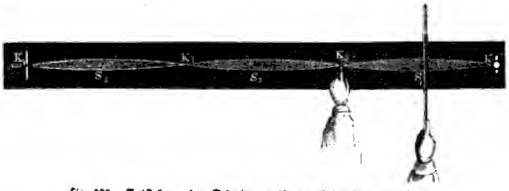
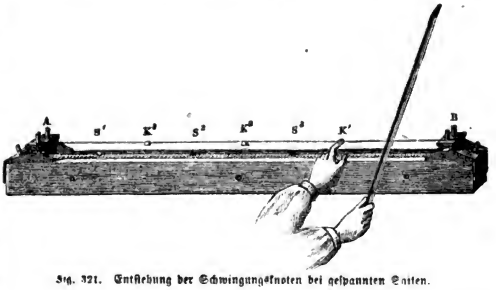

Fig. 320. Entstehung der Schwingungsknoten bei gespannten Seiten.
Fig. 321. Entstehung der Schwingungsknoten bei gespannten Saiten.
**Schwingungsknoten.** Die sogenannten Flageolettöne der Saiteninstrumente geben uns Gelegenheit zu weiteren interessanten Beobachtungen. Sie sind bekanntlich viel höher als diejenigen, welche der in ihrer ganzen freien Länge schwingenden Saite zukommen würden, und entstehen dadurch, daß man durch Festhalten eines entsprechenden Punktes der Saite diese veranlaßt, sich in gleiche Theile zu theilen, deren jeder für sich in Schwingungen geräth, wie es Fig. 320 zeigt. Bedingung ist nur, daß die Entfernung des festgehaltenen Punktes von dem nächsten Ende $K_1$ ohne Rest in dem längeren Theile $K_2$ $K_4$ aufgeht; es genügt dann ein leises Auflegen des Fingers, um diesen Punkt unbeweglich zu machen, die entsprechenden bleiben von selbst in Ruhe und werden deshalb Schwingungsknoten genannt. Während in Fig. 320 nur noch ein solcher Schwingungsknoten $K^3$ sich bildet, entstehen bei der Berührung des ersten Viertels deren zwei, $K^2$ und $K^3$ (Fig. 321); hängt man an diesen Punkten kleine Papierreiterchen auf, so bleiben diese ruhig hängen, während sie in den dazwischen liegenden vibrirenden Saitentheilen $S^1$ $S^2$ $S^3$ abgeworfen werden.